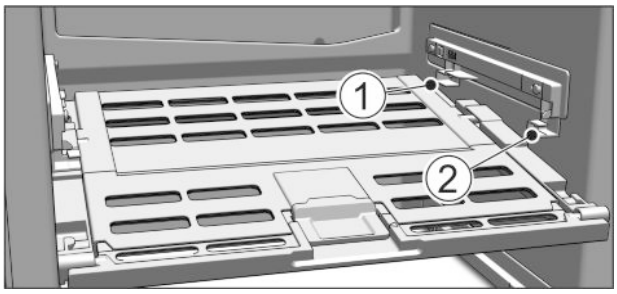

Fig. 16
▶ Nasazení víka přihrádky na ovoce a zeleninu: Výstupky víka zaveďte zdola do zadních držáků *Fig. 16 (1)* a vpředu zaklesněte do držáku *Fig. 16 (2)*.